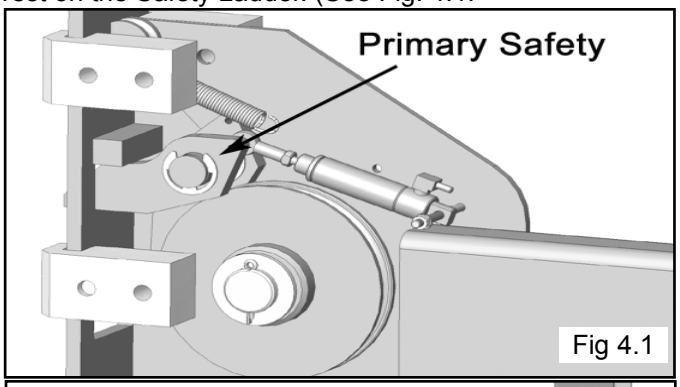

Fig 4.1
2. Manually raise the Cross Tubes until the Primary Safety Locks engage and rest on the lock position second down from the top of the Ladder or approximately 66" off the ground. It is important that the SLACK SAFETY LOCK IS CLEARED. The Slack Safety Lock must never rest on the Safety Ladder. (See Fig. 4.1.